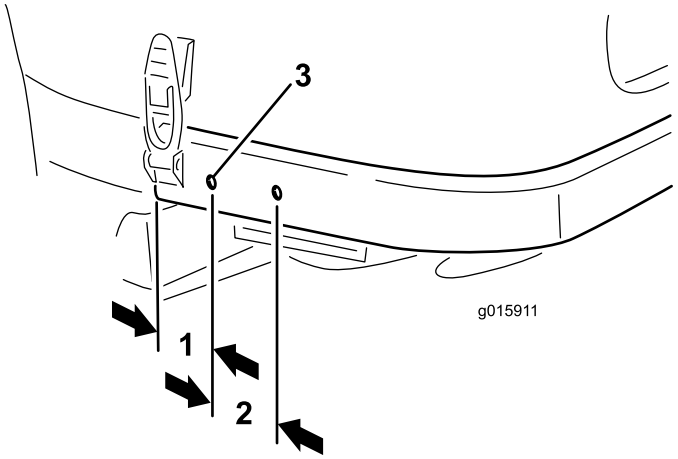

Figur 9
2. Se målene i Figur 9 og positioner, marker og bor (2) huller på 9 mm i diameter i hver side af bagrammen. Centrer hullerne oppe og nede på rammen.